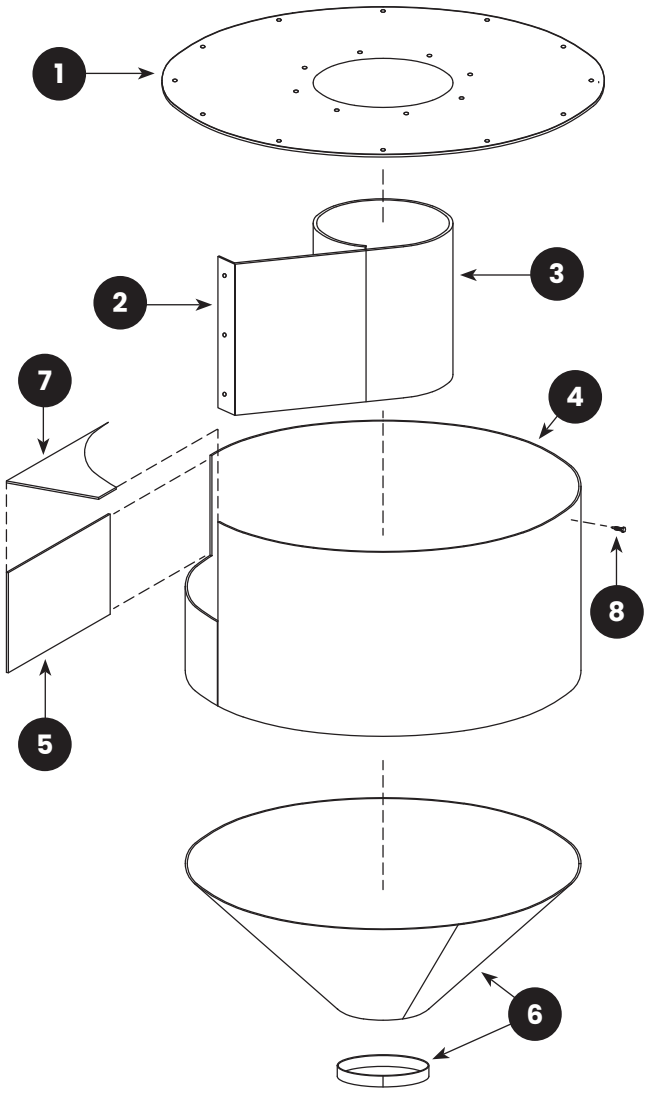

FIGURE 22
9.7 – Reclaimer Rubber Liners, 900 cfm – Figure 22